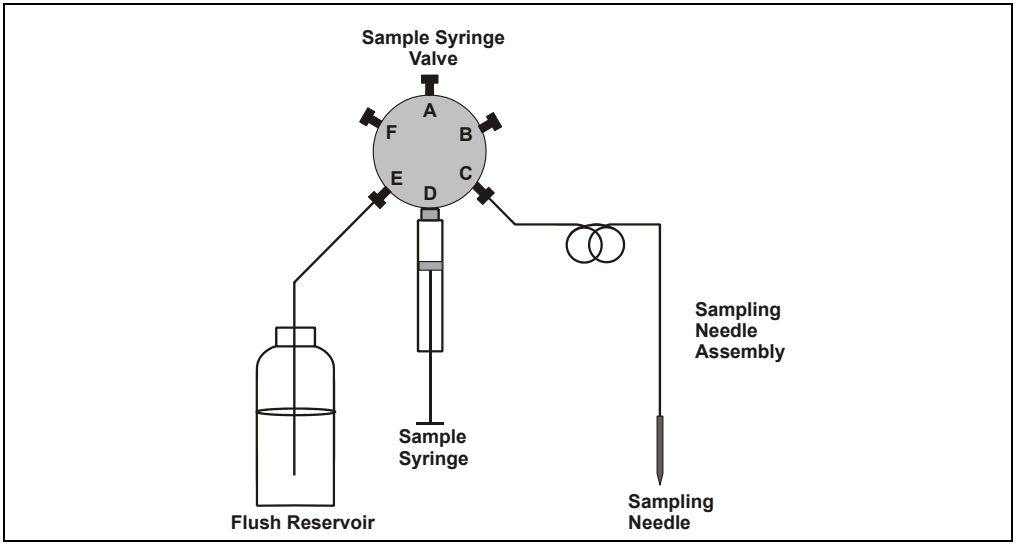
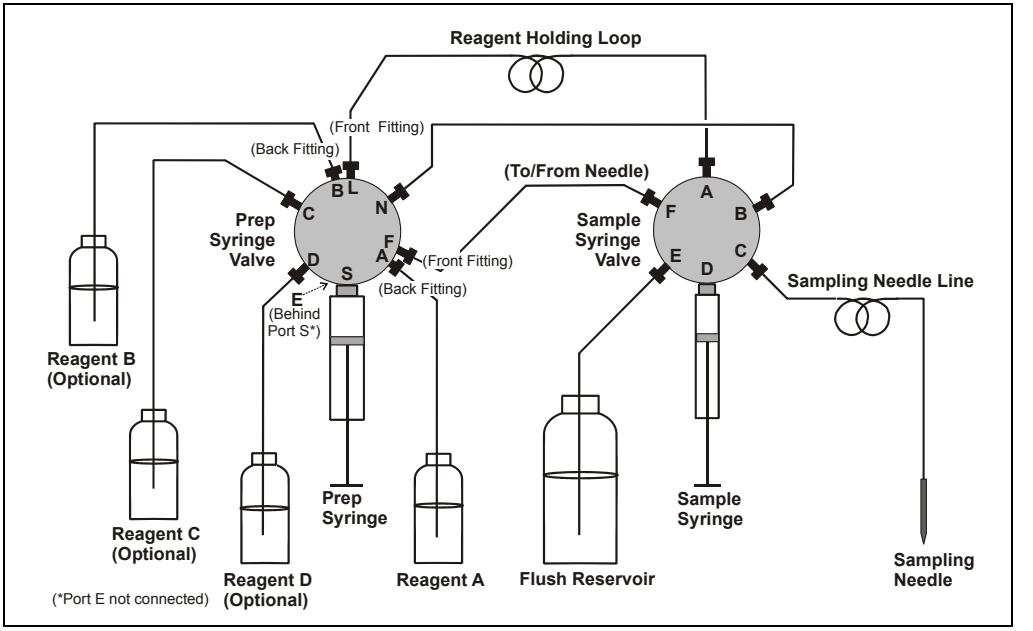

Figure B-48. Sample Syringe Fluid Schematic: System without the Sample Preparation Option
Figure B-49. Sample Syringe Fluid Schematic: System Without the Sample Preparation Option
The flush reservoir line and sampling needle assembly are primed (see Figure B-48). If the sample preparation option is installed, the reagent holding loop is also primed (see Figure B-49).
6. If the sample preparation option is installed, follow these steps to prime the lines from each installed reagent reservoir (see Figure B-49):